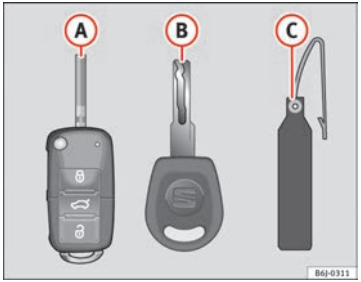

Fig. 45 Set of keys
- a remote control key ⇒ Fig. 45 (A)
- a key without remote control (B),
- a plastic key tab* (C).